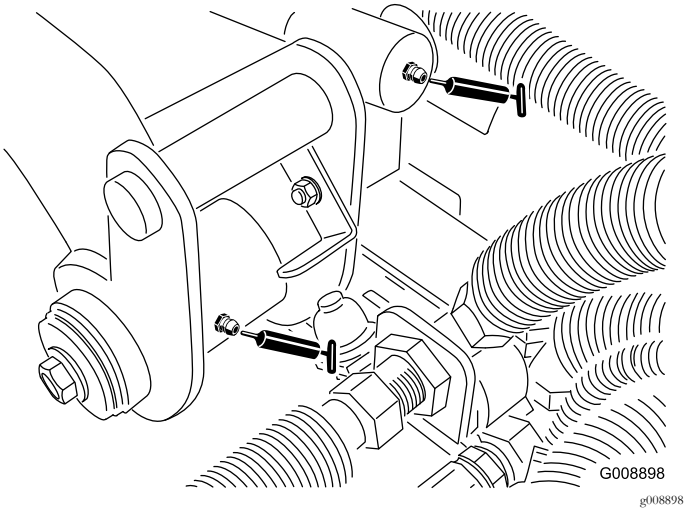

Figur 54
- Bageste løftearms drejetap og løftecylinder (2) (Figur 54)